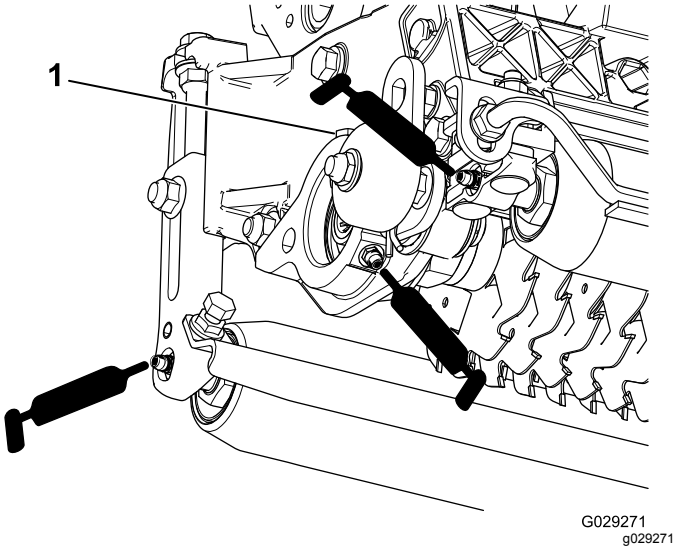

Figure 16
Chaque cylindre de tonte verticale comprend 5 graisseurs (Figure 16) que vous devez lubrifier chaque semaine avec de la graisse au lithium nº 2.
2. Appliquez de la graisse jusqu'à ce qu'elle soit propre quand elle ressort par les joints des rouleaux et le clapet de décharge du roulement (Figure 16).